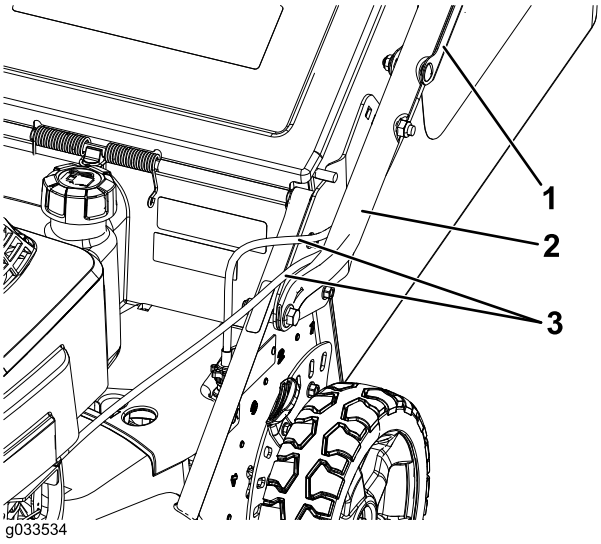

Figuur 4
4. Leid de stuurkabels tussen het maaidek en de handgreep om beschadiging van de kabels te voorkomen (Figuur 4).